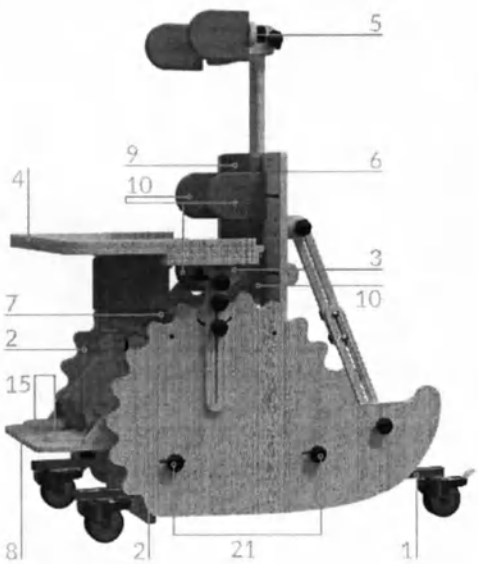

Рис. 2 – Общий вид опоры
Опора (см. рис. 2) состоит из основания (1) на колёсах и двух боковин (2), к которым крепятся подлокотники (3) со столиком (4) и ложе.
Спинка (рис. 2 и 5)
Подножка (рис. 2 и 5)